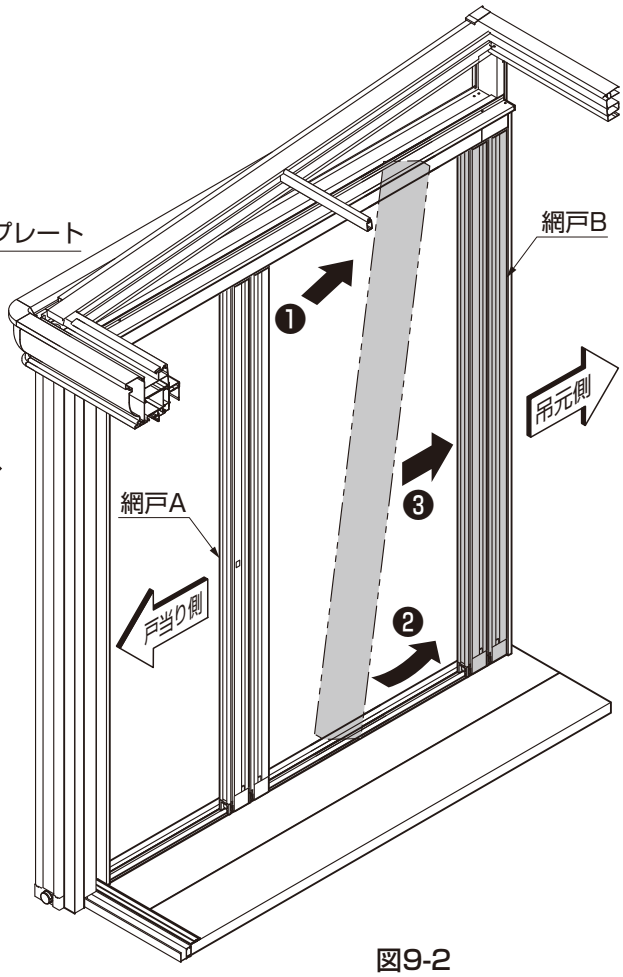

図9-2
②吊元の網戸Bを吊元枠に押付けて、アンカープレートにはめて固定してください。（図9-2参照）
③網戸をすべて連結してください。